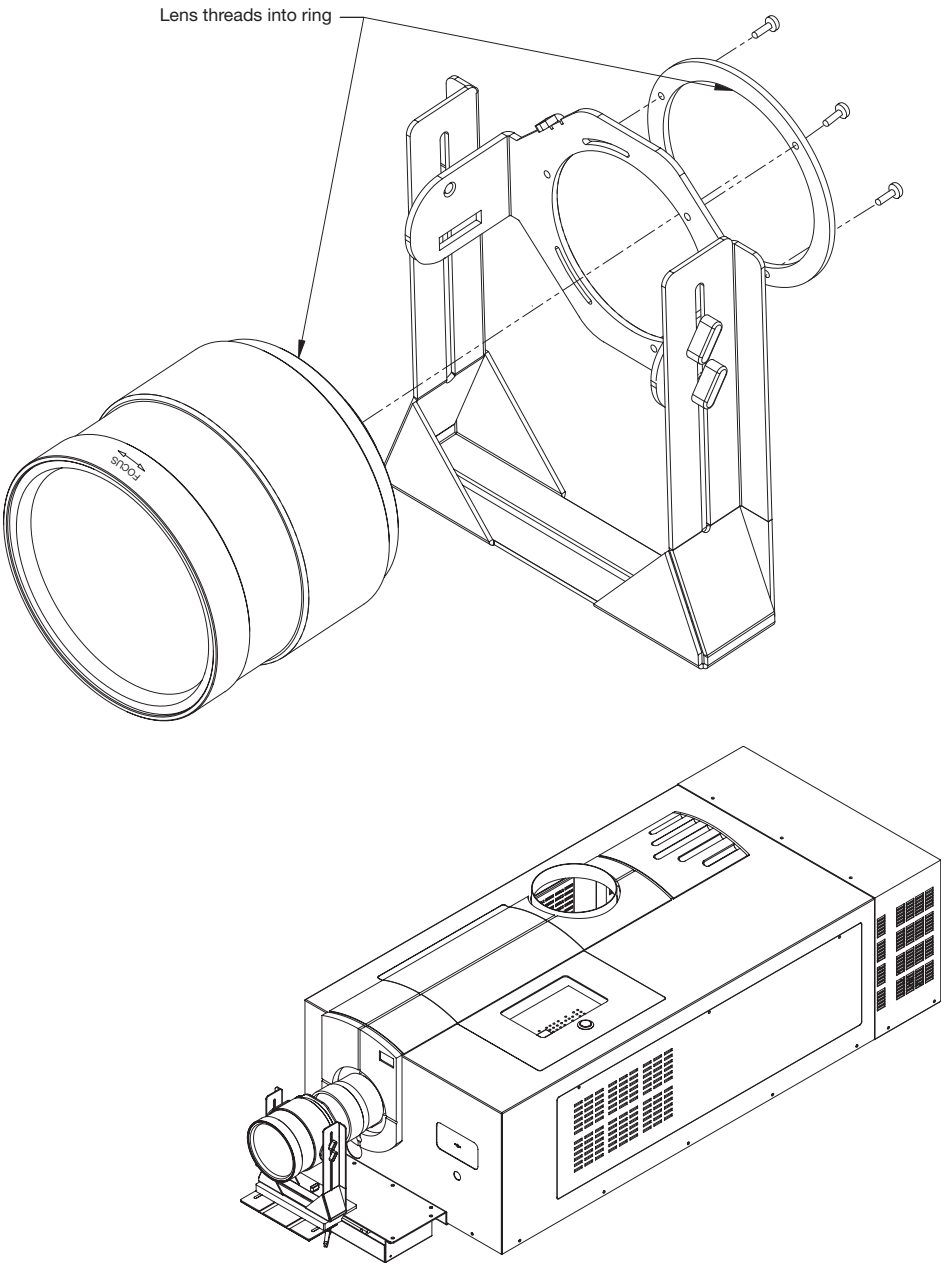

Figure 3-28. Attaching the Anamorphic Lens to the Lens Ring
4. Use the Lens Mounting Screws to attach the Lens Adapter Ring (item #1) to the Pitch Adjustment Yoke (item #2); see Figure 3-28. (Use the round, threaded holes on the yoke.)